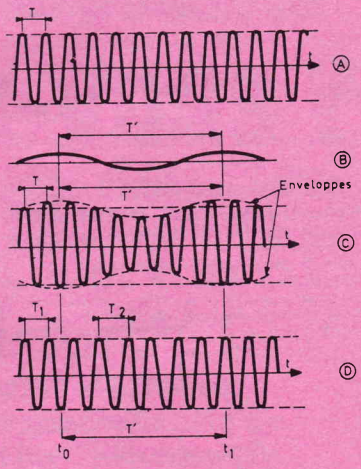

FIG. 2
Sans modulation, l'oscillateur O fournit à la sortie un signal HF sinusoïdal comme celui de la figure 2(A) : en ordonnées, l'amplitude, en abscisses, le temps t. La période de ce signal est T et, par conséquent, la fréquence f_h est égale à 1/T. On a toujours $f_h T = 1$. Le signal BF ou VF peut avoir n'importe quelle forme autrement dit, l'amplitude peut varier en fonction du temps, de n'importe quelle manière selon la nature de l'information transmise.
On peut représenter un signal modulant sinusoïdal comme celui de (B) figure 2.
En (D) figure 2 on montre le signal (A) modulé **en fréquence** par le signal B. Dans le signal HF modulé en amplitude, signal (C) les **écartements de la sinusoïde sont toujours égaux,** car la période en HF est constante et égale à T, **mais l'amplitude maximum (sommets) varie comme celle du signal BF.**
Lorsque le signal (B) doit moduler le signal (A), **en fréquence, l'amplitude** du signal obtenu, représenté en (D), figure 2, est **constante.**
Sur l'antenne le signal a la forme C ou D (voir figure 2) selon que le signal HF capté est à modulation d'amplitude ou à modulation de fréquence.
Le détecteur « Det », comme il sera expliqué plus loin, a pour mission de **démoduler** le signal HF pour en extraire le signal modulant (B). Il en résulte qu'à la sortie du détecteur (ou détectrice) le signal a la forme B, c'est-à-dire une forme quelconque comme on l'a précisé plus haut dont **un cas particulier** est la forme sinusoïdale de la figure 2.
Le signal (A) (figure 2), HF non modulé, est à la fréquence f_h = 200 MHz. Le signal modulant (B) réel peut être considéré comme une somme d'un grand nombre de signaux sinusoïdaux de fréquences différentes : f_{b1}, f_{b2}... f_{bn} de valeur croissante, par exemple f_{b1} = 50 Hz ... f_{bn} = 10 MHz (cas d'un signal VF).
Le signal appliqué a la forme (C) figure 2 et le signal fourni à la forme (B) par exemple. Un montage de détecteur AM à diode est donné par le schéma de la figure 5A dans lequel la diode D est montée avec l'anode A vers l'entrée et la cathode K vers la sortie.